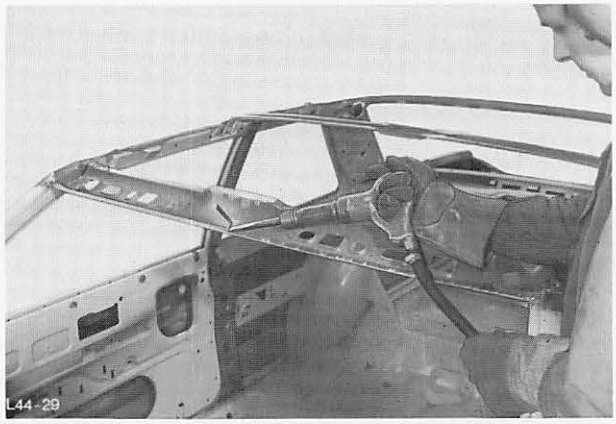

Abb. 25 Blechreste entfernen
4. Blechreste von Punktflansche Regenrinne, Front- und Rückwandfensteröffnungen entfernen, Abb. 25.